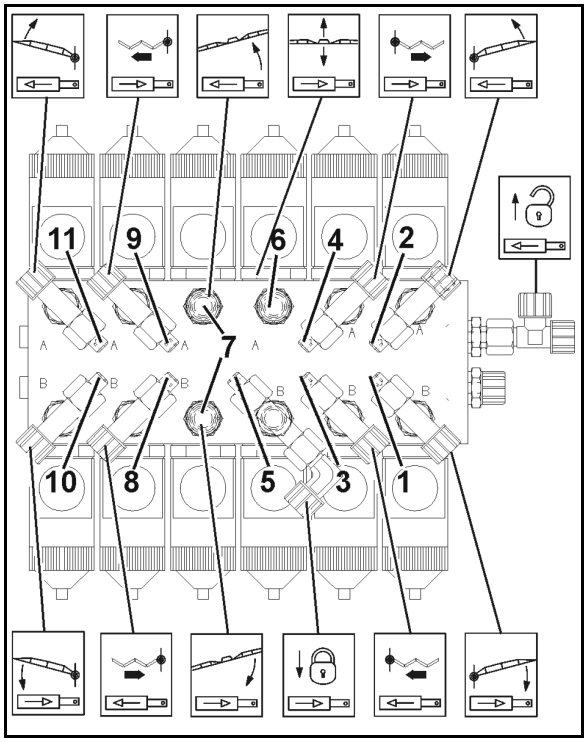

Rys. 156
1. Zluzować nakrętkę kontrującą śruby ustawiającej (Rys. 156/1) lösen.